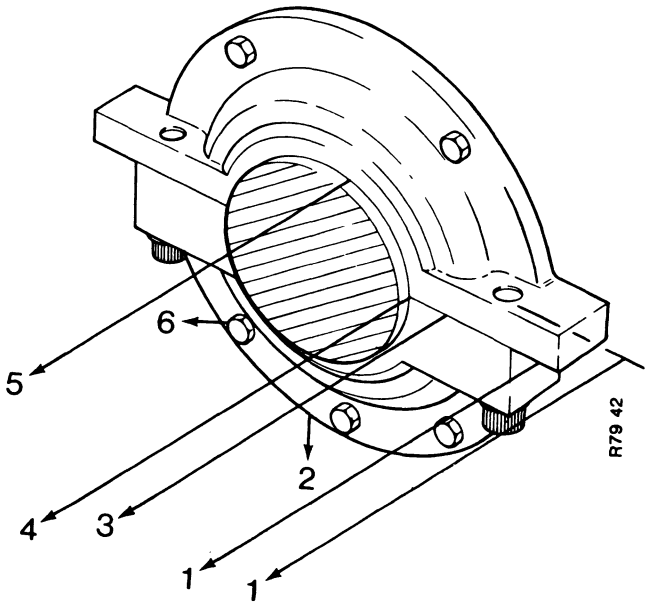

Figure 1. LEAK PATTERN: OIL RETAINER
5. While there is air pressure inside the crankcase move a piece of slow burning material (or a burning cigarette) around the oil seal retainer. Check for leaks as shown in Figure 1.
1. *Leakage at Point 1 Figure 1:* Remove the engine and install new 'O' rings on the main bearing cap and new gaskets between the engine and the frame.
2. *Leakage from Points 2 to 6. Figure 1.* Remove the oil retainer from the engine. Then carefully do the following procedure.
Leakage from Point 2 Figure 1:
Leakage from Points 3 and 4, Figure 1:
Leakage from point 4. Figure 1:
Leakage from Point 5. Figure 1:
Leakage from Point 6. Figure 1: